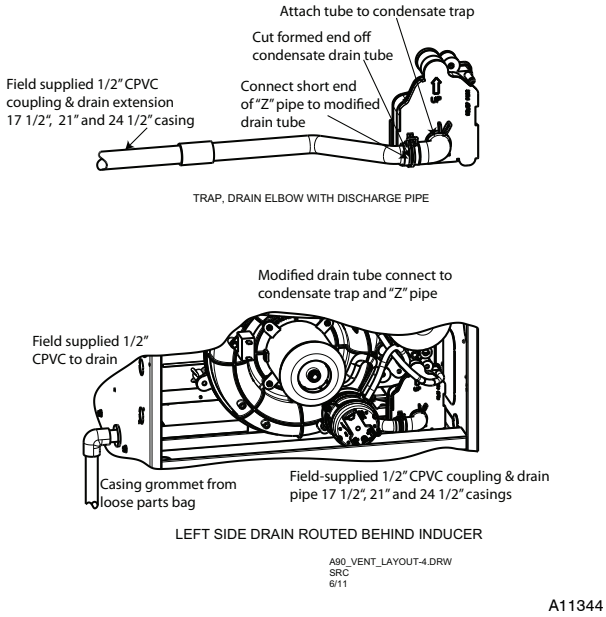

Fig. 16 - Drain Trap Connection and Routing
8. With the bend in the tube oriented horizontally and plain end of the tube pointing away from you, insert the 1/2-in. CPVC pipe into the other end of the drain tube. Rotate the tube so the offset in the tube points away from you. Slide a spring clamp over the open end of the 1/2-in. CPVC tube and secure the cut end of drain tube to the pipe. (See Fig. 16)